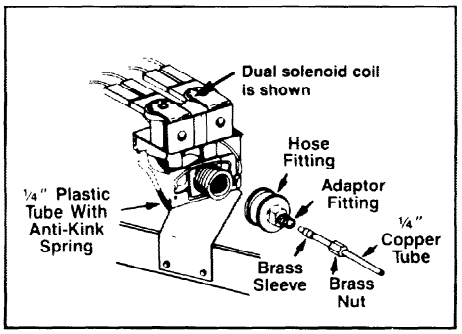

FIGURE 48
3. Remove the compressor compartment cover from the bottom rear of the refrigerator to reveal the water valve coupling. Place a small container under the valve to catch water spills. Remove the brass hose fitting from the valve. Label the two plastic tubes attached to the valve. Unscrew the compression nut(s) from the tube(s) and push the end(s) of the tube(s) away from their valve fitting(s). See Figure 48.